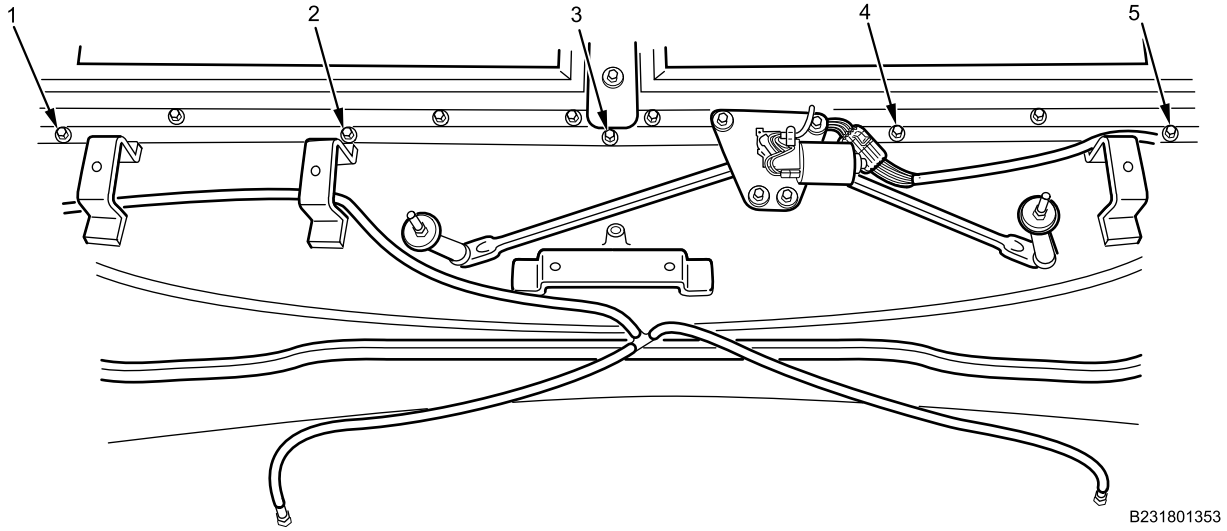
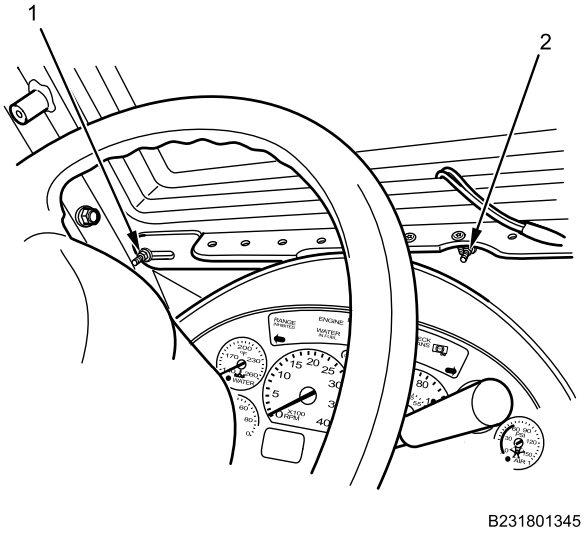
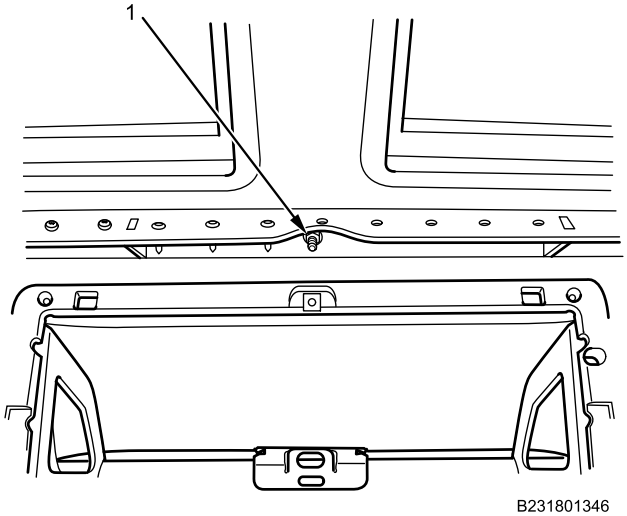

Figure 6. Cross-Vehicle Equipment Bracket Bolt Exterior Locations.
Figure 7. Cross-Vehicle Equipment Bracket Nut Left Side Interior Locations.
Figure 8. Cross-Vehicle Equipment Bracket Nut Center Interior Location.
1. Apply corrosion preventive compound to cross-vehicle equipment bracket bolts (Figure 6, Item 1 through 5).
2. Identify locations and install cross-vehicle equipment bracket bolts (Figure 6, Item 1 through 5).
4. Loosely install nut (Figure 7, Item 1) on cross-vehicle equipment bracket bolt (Figure 6, Item 5), using exterior assistant.
5. Loosely install nut (Figure 7, Item 2) on cross-vehicle equipment bracket bolt (Figure 6, Item 4).
6. Loosely install nut (Figure 8, Item 1) on cross-vehicle equipment bracket bolt (Figure 6, Item 3).